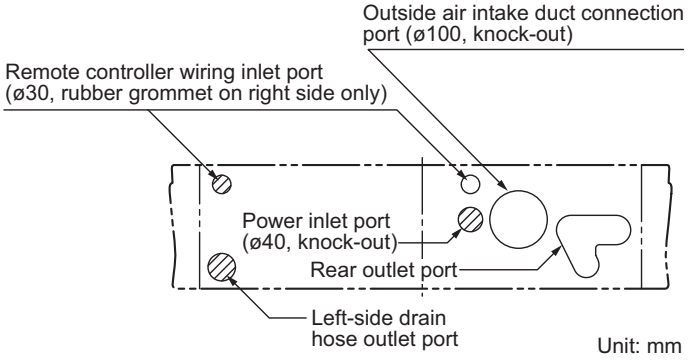
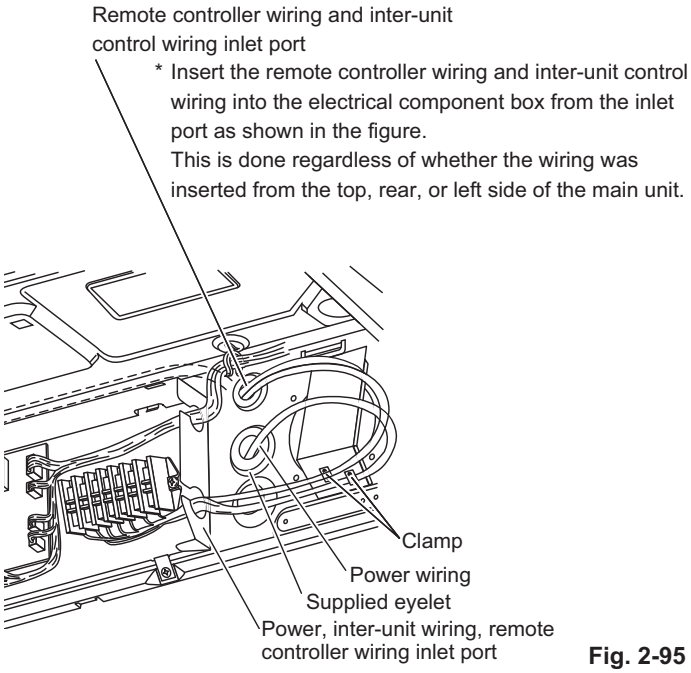

Fig. 2-90
Fig. 2-95
There is a duct connection port (knock-out hole) at the right-rear of the top panel of the indoor unit for drawing in fresh air. If it is necessary to draw in fresh air, remove the cover by opening the hole and connecting the duct to the indoor unit through the connection port. (Fig. 2-90)
* When routing the tubing out through the top or right sides, knock out the appropriate parts in the top panel and cut notches in the side panel (Fig. 2-90).
For details, refer to Fig. 2-90. For the method used to insert the wiring, refer to Fig. 2-95.
(Refer to Fig. 2-95)